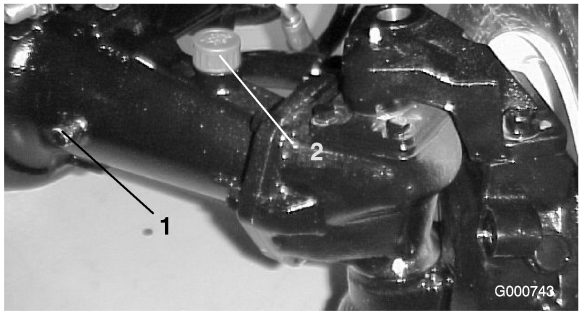

Figuur 56
2. Verwijder de controleplug (Figuur 56)van een uiteinde van de as en controleer of het tandwielsmeer tot aan de onderkant van de opening komt. Indien het peil te laag staat, verwijdert u de vulplug (Figuur 56) en vult u voldoende tandwielolie bij totdat het peil de onderkant van de opening van de controleplug te bereikt.